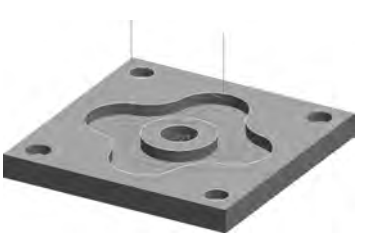

图 5-61　型腔和凸台粗加工轨迹
(5) 其余选项卡设置默认，设置完成后单击“计算”按钮，系统开始计算并得到加工轨迹，如图 5-61 所示。